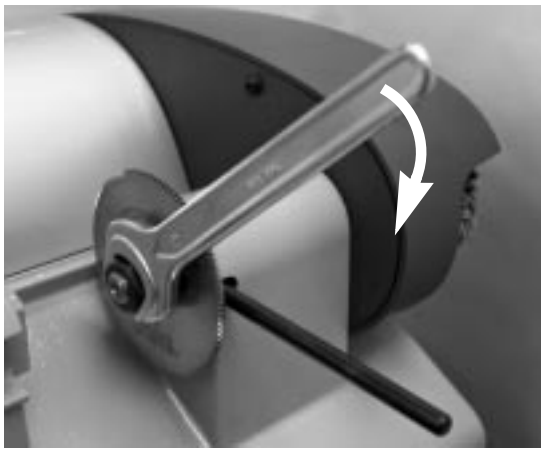

Fig. 24
3) Place the locking pin into the groove in the base and the special hole in the cutting tool shaft (fig.24).